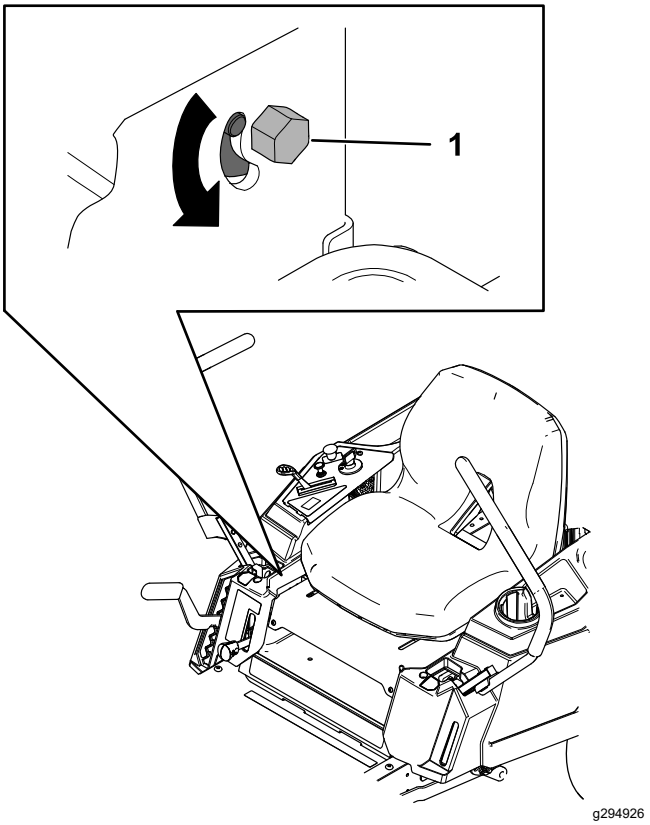

Figura 54
3. Localize o parafuso de ajuste do alinhamento perto da alavanca de controlo de movimento no lado específico que necessita de ajuste (Figura 54).